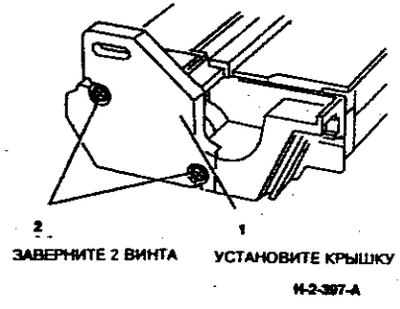

**Рисунок 3. Установка крышки**
1. (Рисунок 3) Установите крышку.